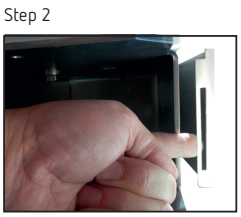

Figure 27: Step 2.
Step 2: Remove the metal clip (on both sides) and take off the rear decorative panel, **Figure 27**.